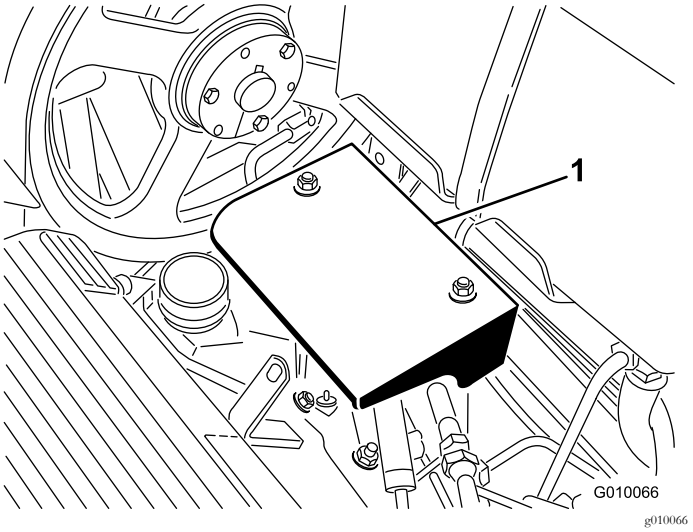

Figuur 56
3. Draai de 2 montagemoeren van het scherm van de pomp los en verwijder het scherm (Figuur 56).